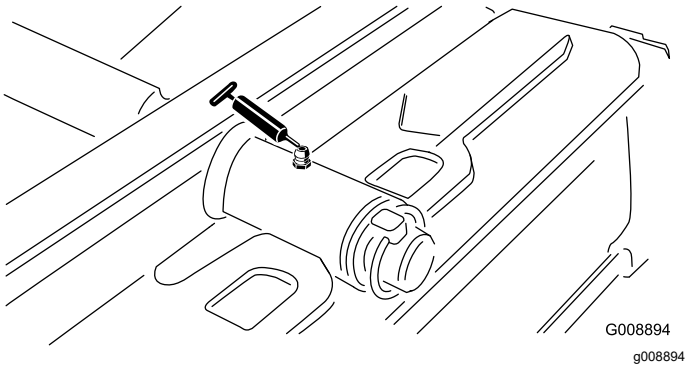

Figur 60
- Bakre klippenhetstapp (Figur 60)